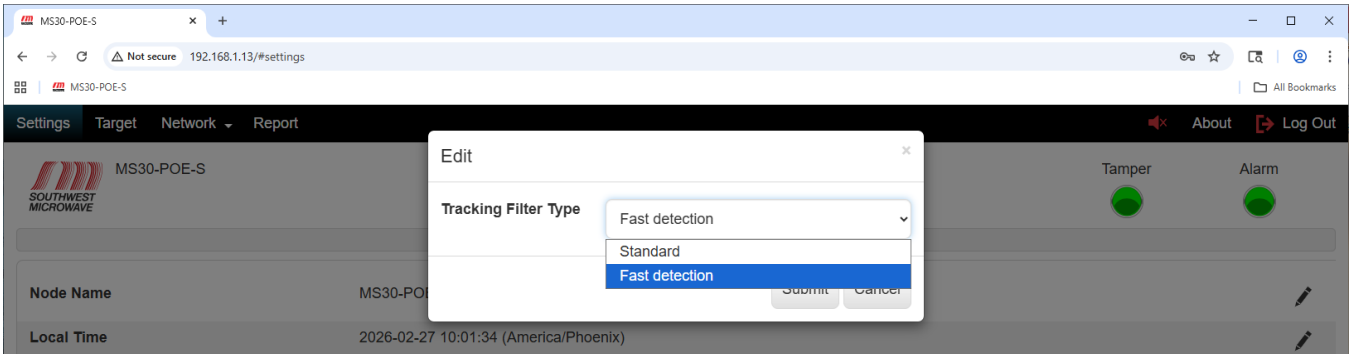

*Figure 9.5 – Tracking Filter Type*
To edit the "Tracking Filter Type" select the pencil icon at the end of the Tracking filter type field (far right on screen) to open the "Tracking Filter Type Edit" dialog box. Select the pull-down menu to display the two (2) settings as shown in Figure 9.5. The selections are Standard and Fast Detection.